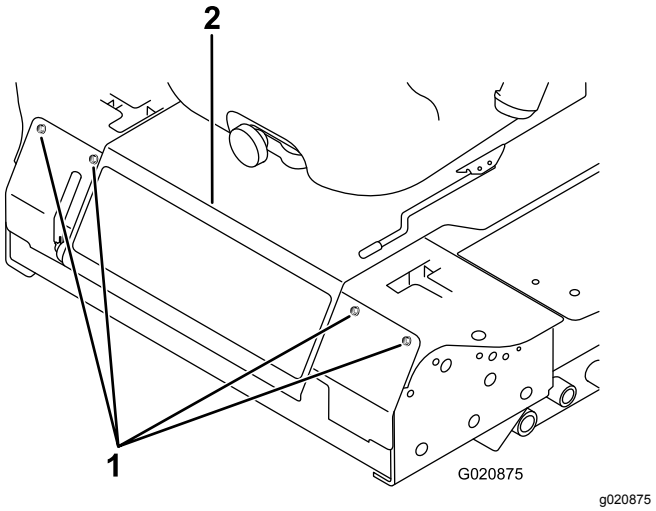

Figur 49
3. Lossa skruvarna som håller fast den främre panelen och ta bort den (Figur 49).